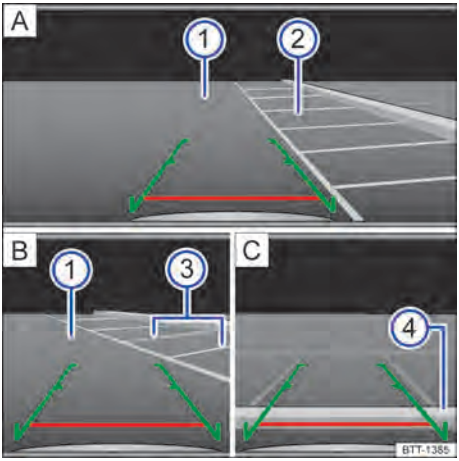

Fig. 103 Exibição do display do sistema do rádio: estacionar com a câmera de marcha a ré.
Legenda para Fig. 103:
– Posicionar o veículo na frente da vaga de estacionamento → Fig. 103 ② A.
– Conduzir para trás lentamente e manobrar de modo que as guias verdes laterais conduzam entre as linhas de delimitação da vaga de estacionamento delimitada ② A.
– Alinhar o veículo na vaga de estacionamento selecionada de modo que as guias verdes laterais fiquem em cima das linhas de limitação lateral ③ B.
– Parar o veículo, quando a linha vermelha atingir a limitação traseira ④ C. ◁